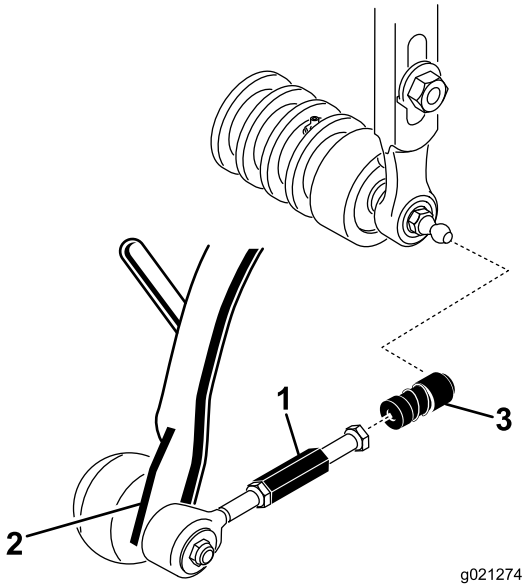

**Figur 10**
3. För tillbaka hylsan på varje kullagersmottagare och haka fast mottagaren på klippenhetskultappen (Figur 10).